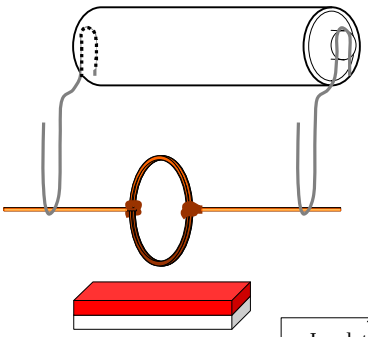

Fig. 6a
5. Unwind and twist two paper clips like figure 6a and connect them to a cell.